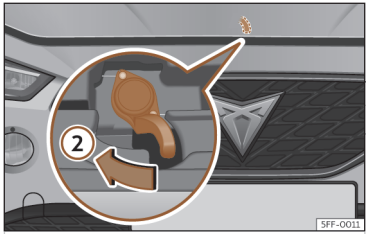

Abb. 207 Hebel unter der Motorraumklappe.
- Um die Frontklappe zu öffnen, drücken Sie den unterhalb der Frontklappe mittig vorgesehenen Hebel mit der Hand nach links ››› **(Abb. 207)** ②. Die Fanghaken werden entriegelt.